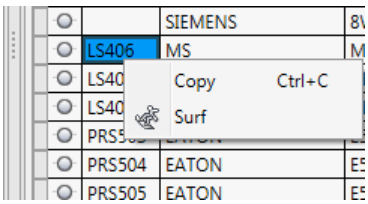

***Figure 2-77** Shortcut menu displayed*
2. Scroll down in the **PROJECT MANAGER** and select **LS406** from the **Tag** column. Next, right-click on it; a shortcut menu is displayed, as shown in Figure 2-77.